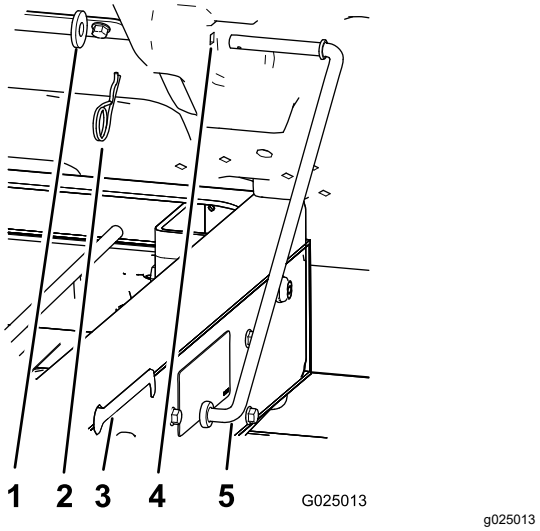

Figur 12
1. Ta bort hålnålssprinten och brickan som fäster stöttan på flakets nedre del (Figur 12).
2. Skjut fram stöttan så att det går att ta bort den från fästet på ramen (Figur 12).